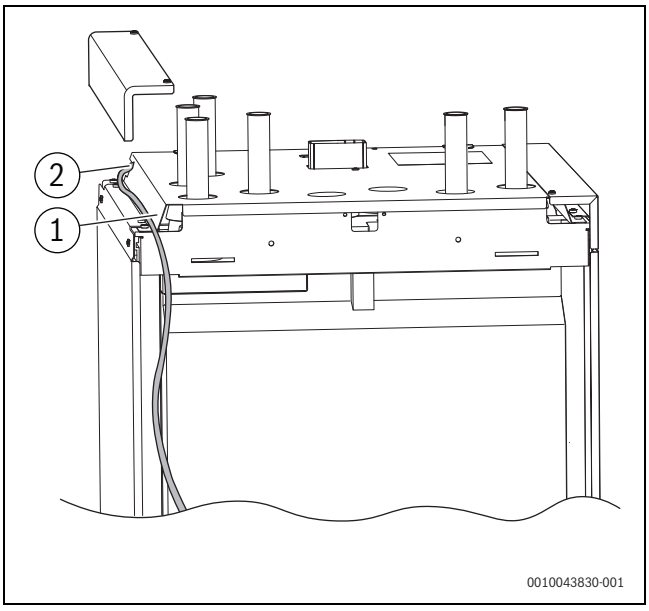

Fig. 27 Chemin de câbles dans l'appareil
- ▶ Fixer les câbles dans les supports de câbles (→ figure 27, pos. [1]) de la face arrière du boîtier électronique et faire passer dans les passe-câbles.